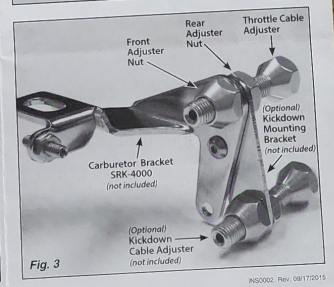

Fig. 3
Step 5: Remove the front adjuster nut from the throttle cable adjuster and insert the throttle cable adjuster into the Carburetor Bracket. (***NOTE:*** If a Lokar Kickdown Kit is being used, install the Kickdown mounting bracket onto the back side of the Carburetor Bracket first.) Then, position the rear adjuster nut so that the threaded part of the throttle cable adjuster is approximately centered in the Carburetor Bracket. Reinstall the front adjuster nut. ***Fig. 3***